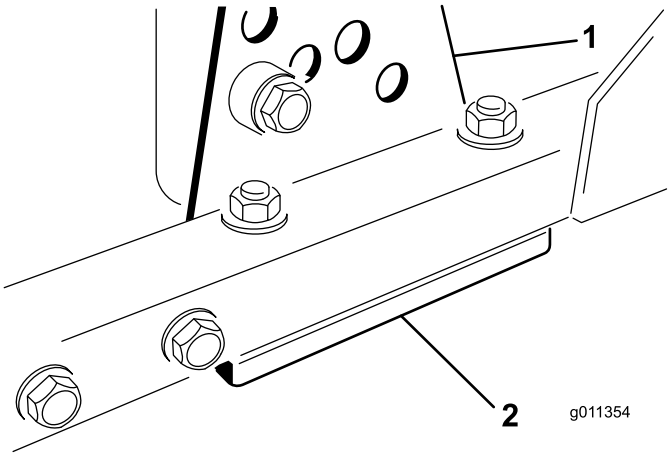

Figur 67
1. Ta klippehøydebraketten (fremre, venstre eller høyre) av klippeenhetens ramme (Figur 67).
2. Juster 1,5 mm mellomlegg og/eller 0,7 mm mellomlegg mellom klippeenhetens ramme og brakett for å oppnå ønsket klippehøyde (Figur 67).